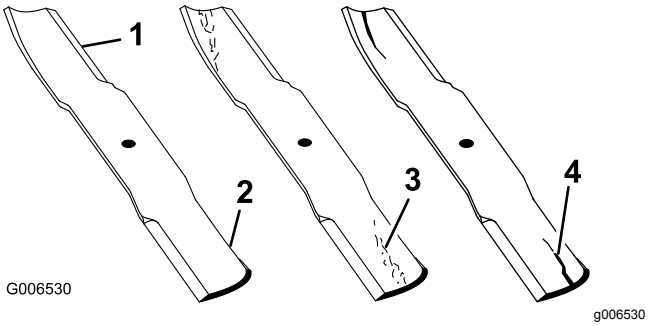

Rysunek 75
1. Sprawdź krawędzie tnące (Rysunek 75).
4. Jeżeli zauważysz jakiekolwiek pęknięcia, zużycie lub szczeliny powstające w tym obszarze, natychmiast zamontuj nowe ostrze (Rysunek 75).